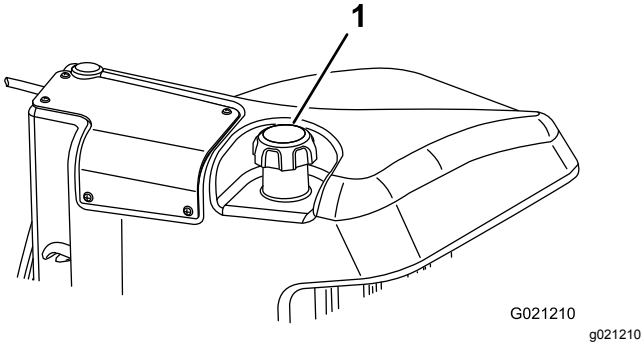

**Figur 27**
3. Ta lokket av drivstofftanken (Figur 27).